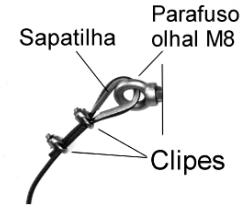

Fig. 3 – Laçada do cabo de aço
Dv : distância mínima entre a sobra de cabo após a laçada (fig. 3) no olhal até o primeiro suporte de cabo. Não deve ser inferior a 80 mm
4.1.3 Passar o cabo de aço pelo olhal da alavanca de acionamento da chave, olhais do esticador e olhal do ponto fixo com uma laçada conforme mostrado na fig.3. Dentro da laçada do cabo deve ser colocada uma sapatilha para proteger o cabo de aço neste ponto. A laçada é fechada com 2 clipes. Deixar frouxo os clipes que ficam junto ao olhal da alavanca da chave. Todos os outros clipes devem ficar bem apertados.